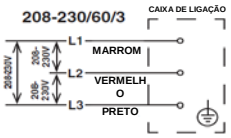

Fig. 6
- A conexão elétrica deve ser realizada de acordo com as instruções na etiqueta "ATENÇÃO", fornecida com ligações de pigtail na caixa de ligação. Veja a Fig. 6.